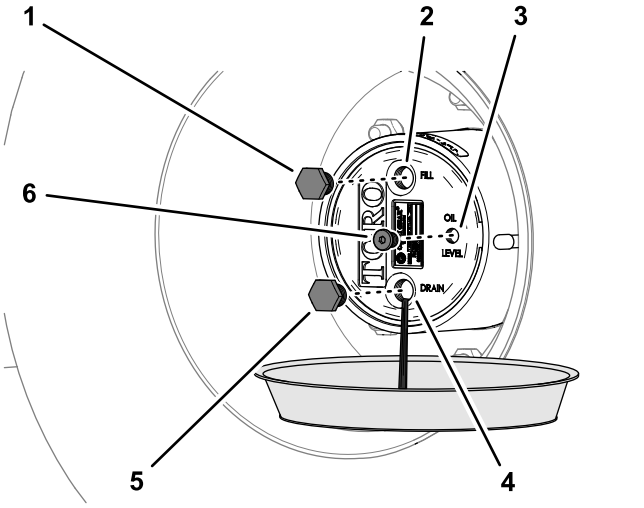

Figura 99
2. Coloque un recipiente debajo del buje del engranaje planetario, retire el tapón de vaciado, el tapón de llenado y el tapón de verificación y deje que se drene por completo el lubricante (Figura 99).